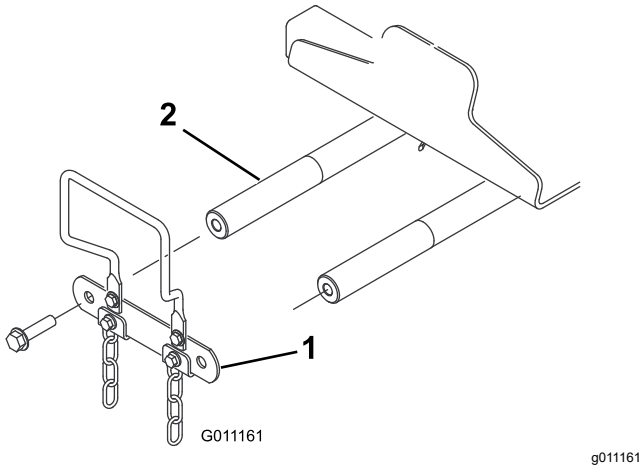

Figuur 10
4. Verwijder aan de voorkant van de machine de 2 flenskopschroeven (½" x 2") waarmee de koppeling van de taatsas is bevestigd aan de taatsassen van de hefarm, en verwijder de koppeling (Figuur 10).